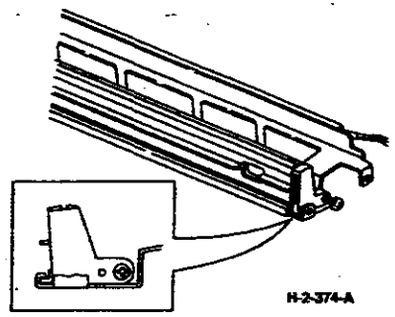

**Рисунок 4. Установка ламп ISIL**
a. (Рисунок 4) Закрепите узел ламп ISIL в желобке установочной пластины.